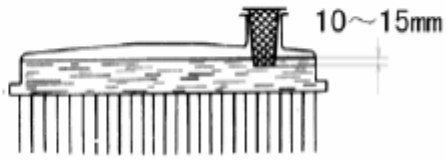

Рисунок 2-2
2)Снова залейте охлаждающую жидкость (воду) после остановки двигателя. Сначала заполните водяной бак (в котором имеются переливы для слива избытка жидкости), а затем запустите двигатель. Снова проверьте уровень воды (охлаждающей жидкости) через пять минут работы двигателя на холостом ходу. Если уровень воды расположен ниже заданной высоты (см.рисунок 2-2), то следует добавить воду (охлаждающую жидкость).